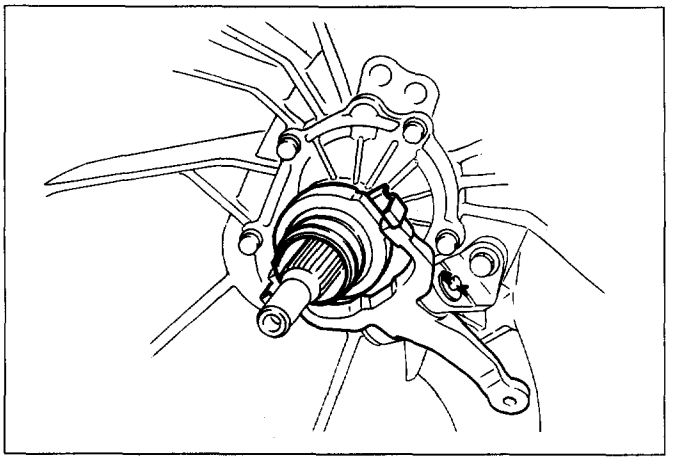

Fig. 7B-18
- Remove the clutch release bearing from the transmission case (Fig. 7B-18).